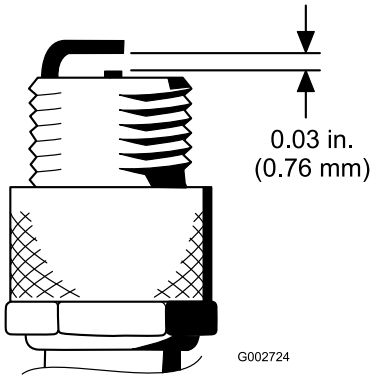

Figur 48
4. Kontrollera att luftgapet mellan mitt- och sidoelektroderna är 0,76 mm (Figur 48).